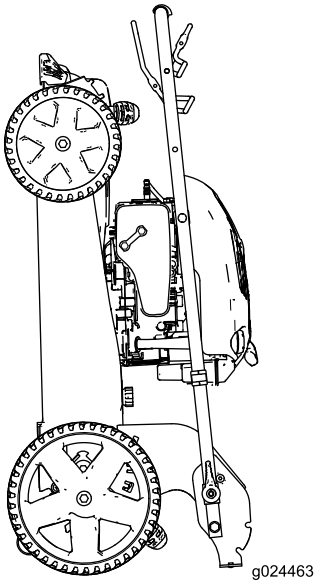

Rysunek 19
6. Unieś przód maszyny za uchwyt i przenieś do miejsca przechowywania (Rysunek 19).